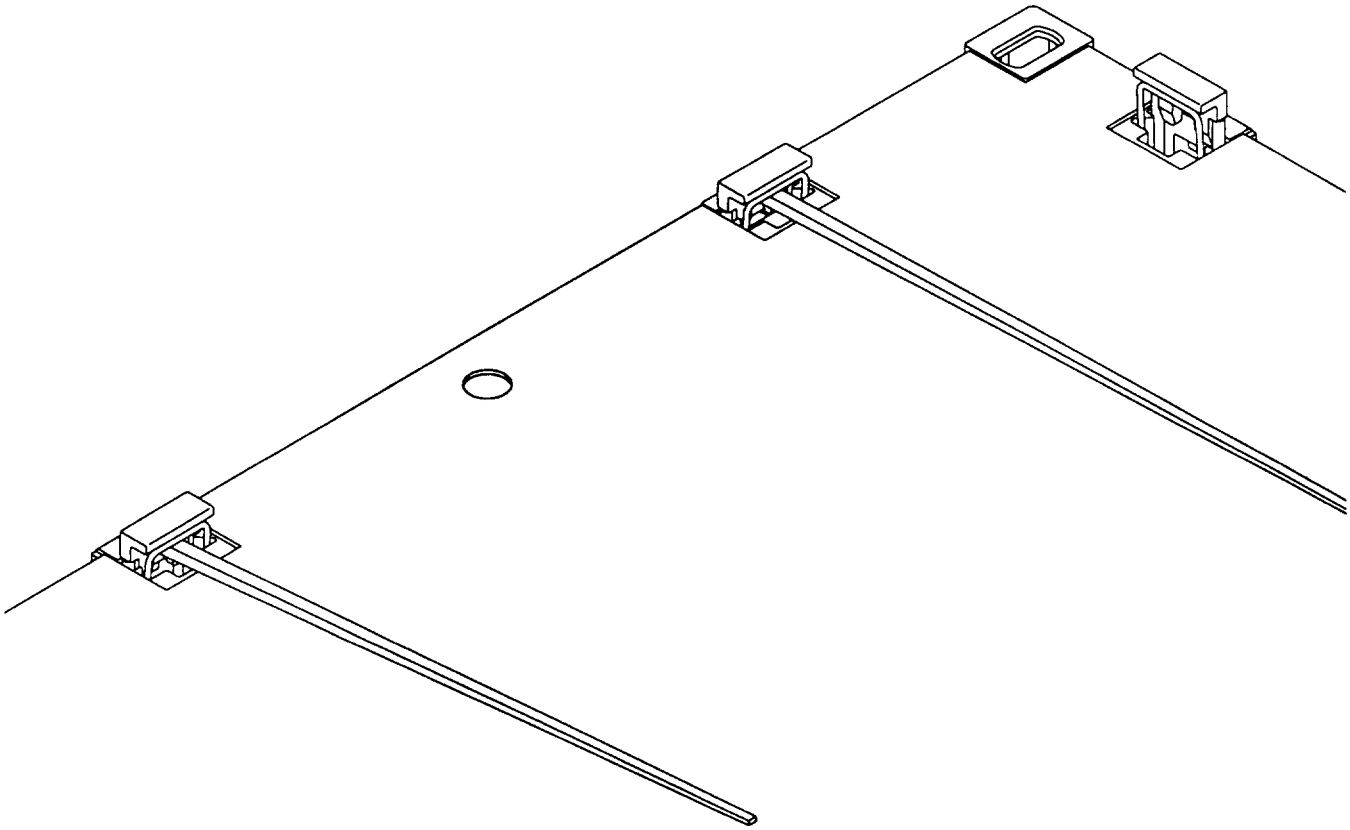

Figure 2-33. Raising Guillotine Bar Upward.
d. Rotate pry-bar downward to clear Spring Bar from deck overhangs and allow the Male Guillotine Bars to move upward (Figures 2-33, 2-34 and 2-35).
3) Raise the Female Guillotine Bar approximately 6 inches (Figure 2-33).